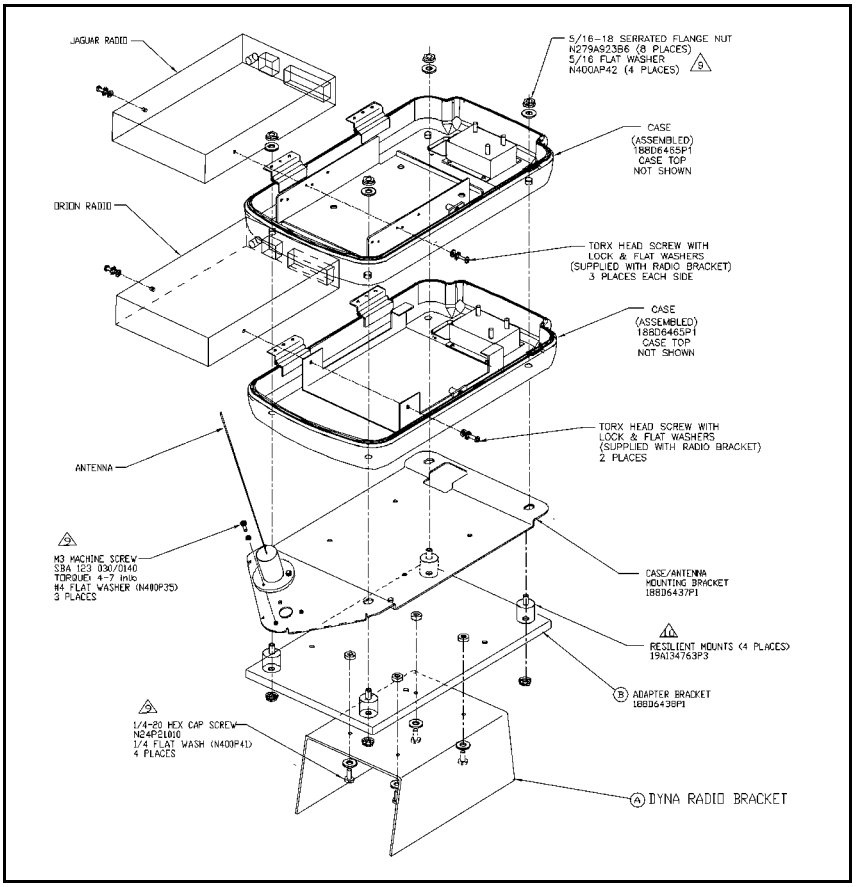
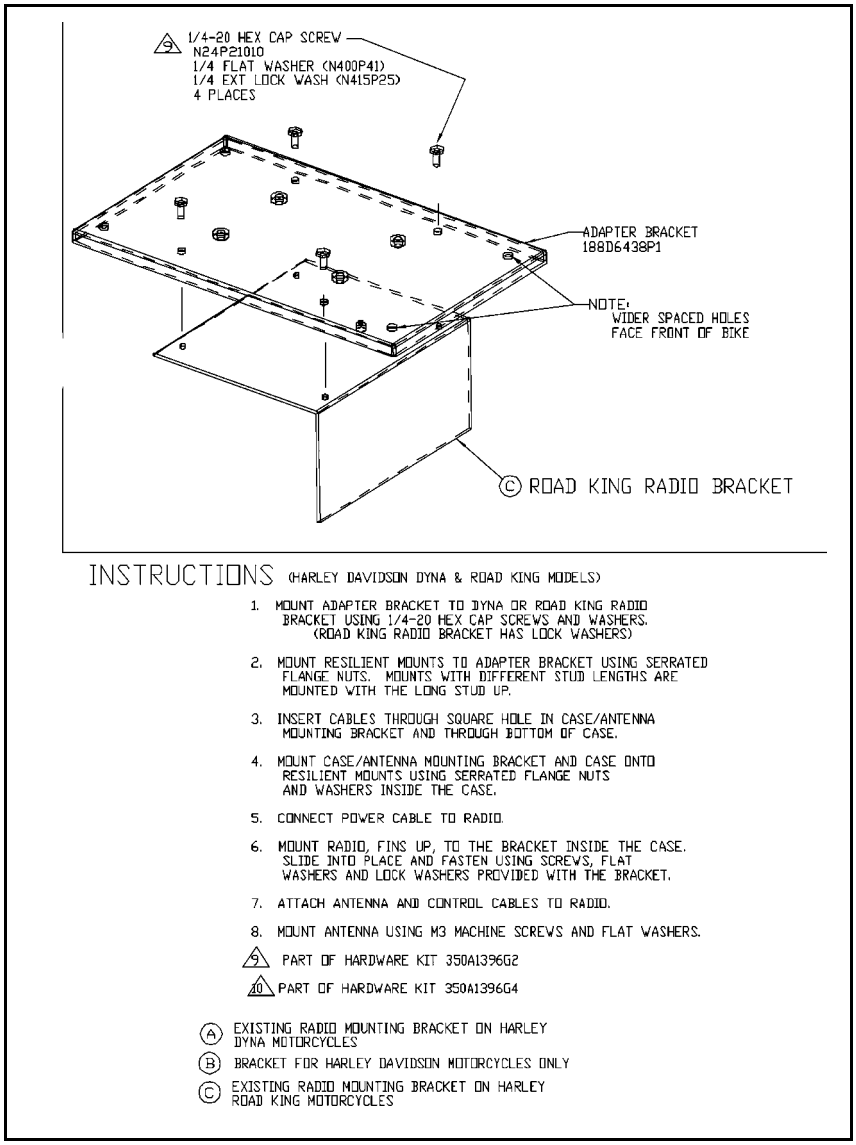

Figure 6-1: Radio Installation
Figure 6-2: Radio Installation
- Motorcycle Bracket (Motorcycle's interface with this Motorcycle Radio Case and associated hardware. Refer to Ⓐ and ⓒ in Figure 6-1 and Figure 6-2.)
The motorcycle Weather Resistant Case Assembly may be installed on almost any motorcycle. Installation instructions provided here include information for the Harley-Davidson® Dyna® and Road King® models. Figure 6-1 and Figure 6-2 illustrate installation on Harley-Davidson motorcycles. Refer to these diagrams during installation. Installation on other motorcycles is at the discretion of the installer.
2. Refer to Figure 6-1 and Figure 6-2 and verify all components shown in the diagrams are available.
The interface radio mounting bracket (user supplied) for the Dyna and Road King models are different and require a different mounting hole configuration. See Figure 6-1 and Figure 6-2.